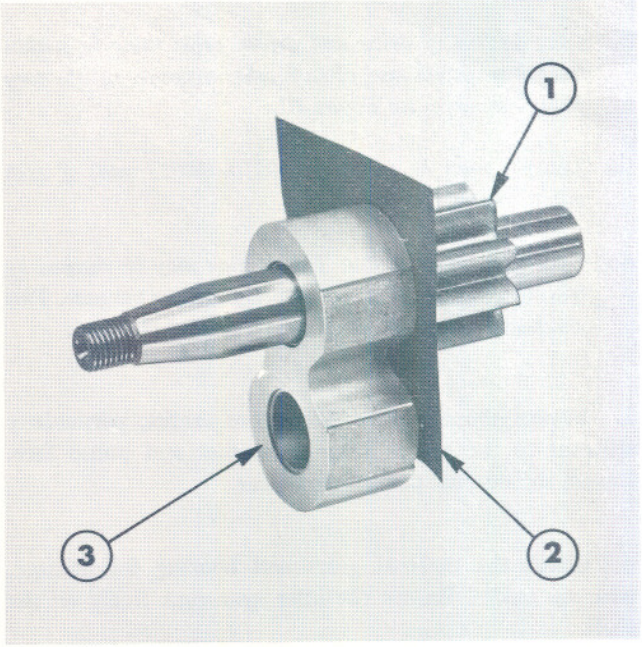

Figure 9
4. Examine the gears for scored or worn side faces or journals, damaged teeth, thread or keyway and surface cracks. Slight wear and scoring on the journals may be erased by mounting between lathe centres and polishing with 'O' grade emery paper lubricated with paraffin. Lightly scored side faces may be renovated by sandwiching emery paper between the gear face and a scrap bearing and rotating the gear, Figure 9.